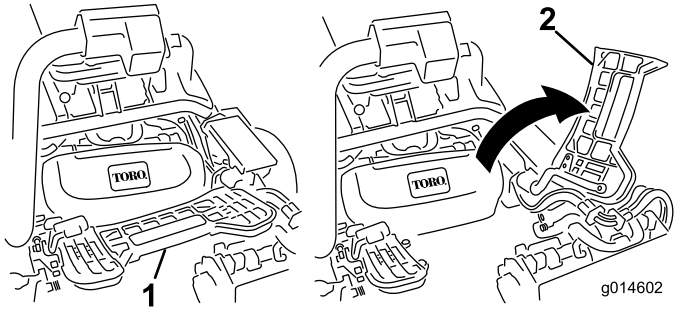

**Figur 35**
2. Løft opp fothvileren og drei den åpen, slik at man kan komme til midtstillingen til klippeenheten (Figur 35).